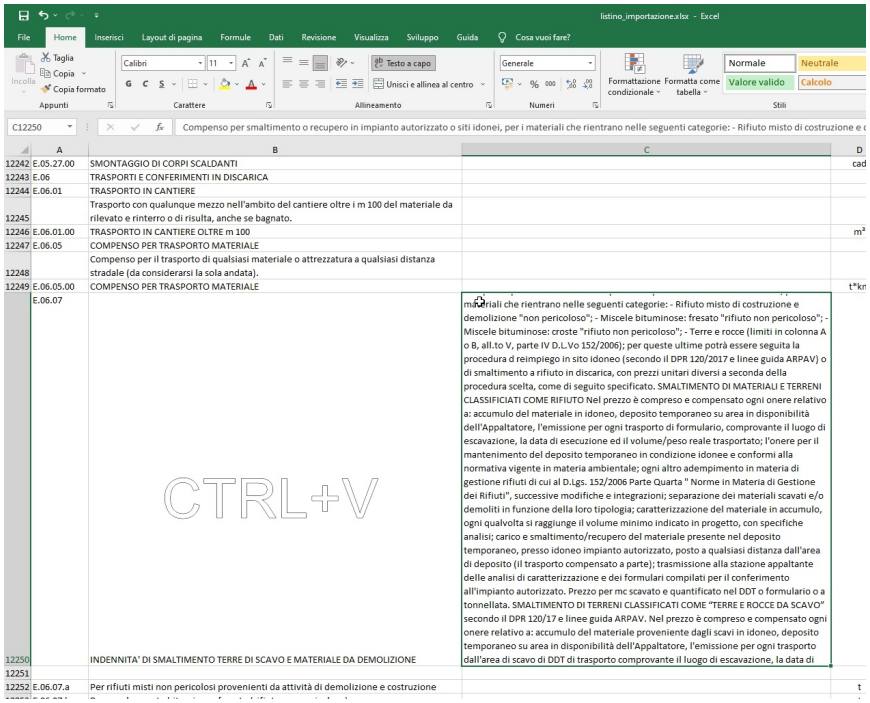

Figura 31: Incolla descrizione estesa
- Premere sulla tastiera la combinazione di tasti "Ctrl+v" per incollare la descrizione estesa. Figura 31;